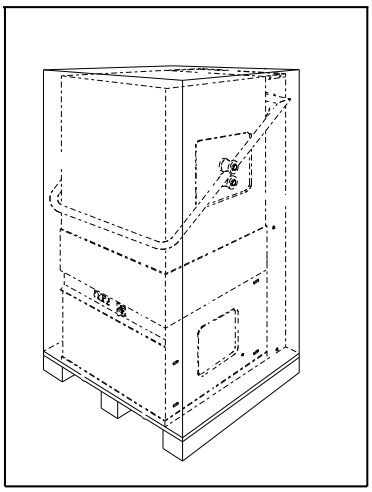

Рис. 2
1. Аккуратно снимите картонную упаковку (рис. 2).